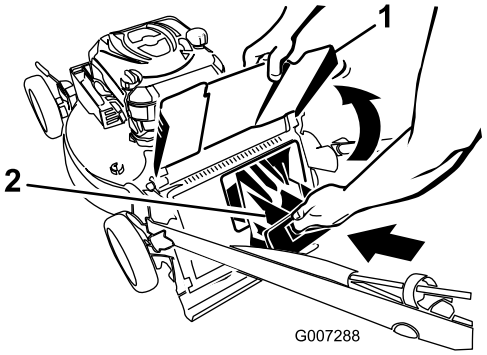

Figuur 23
4. Plaats de afsluiter in het achteruitwerpkanaal (Figuur 23).